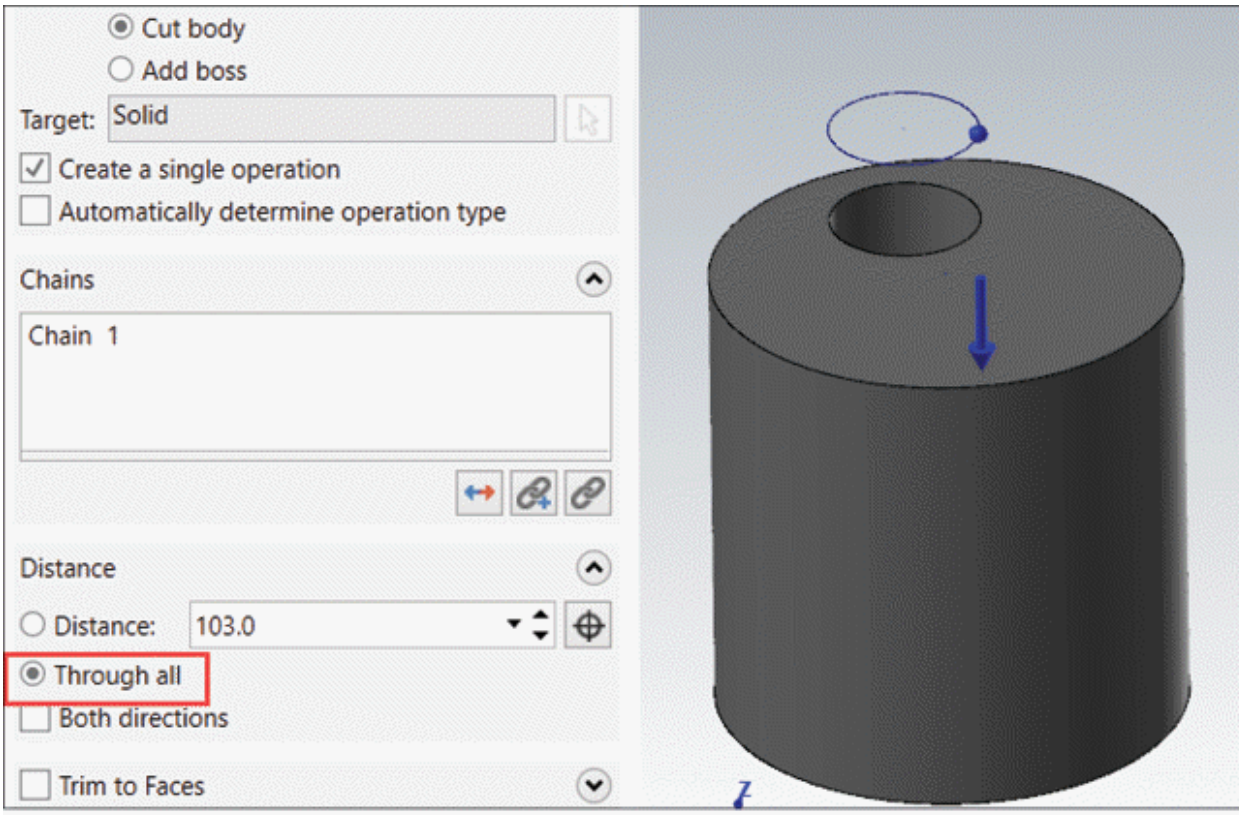

Figure-5. Through all extrusion
- Select the **Through all** radio button to extrude the sketch through all the bodies in the extrusion path; refer to Figure-5.